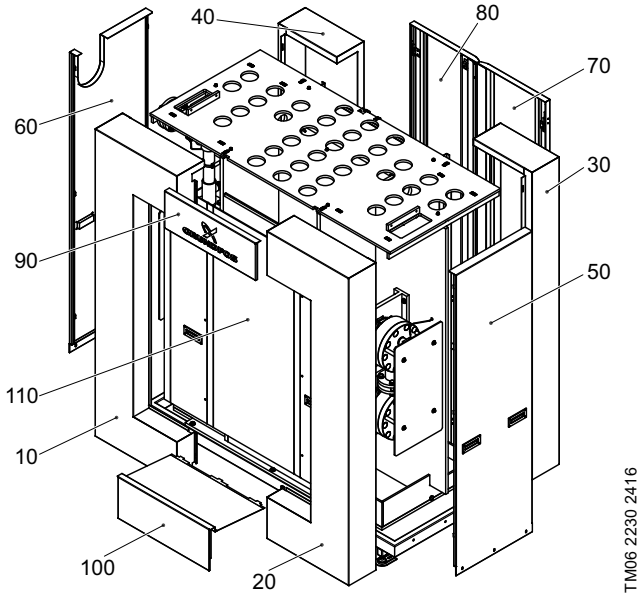

Abb. 27 Gehäuse von SES-5000 bis SES-15000
Bei den Ausführungen SES 5000 bis 15000 befinden sich alle hydraulischen und elektrischen Anschlüsse hinter Abdeckung (60). Siehe Abb. 27.